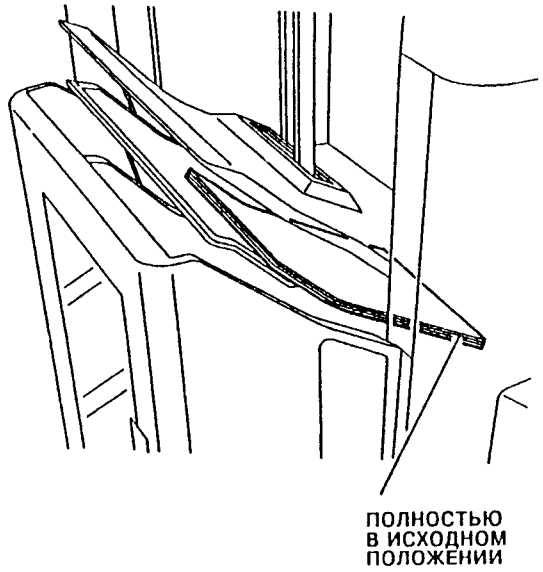

Рис. 1. Загрузите копии в лоток верхней ячейки.
1. Вручную загрузите 5 или 6 копий формата A4 в лоток верхней ячейки (Рис. 1). Обеспечьте, что копии находятся полностью в исходном положении в переднем углу.